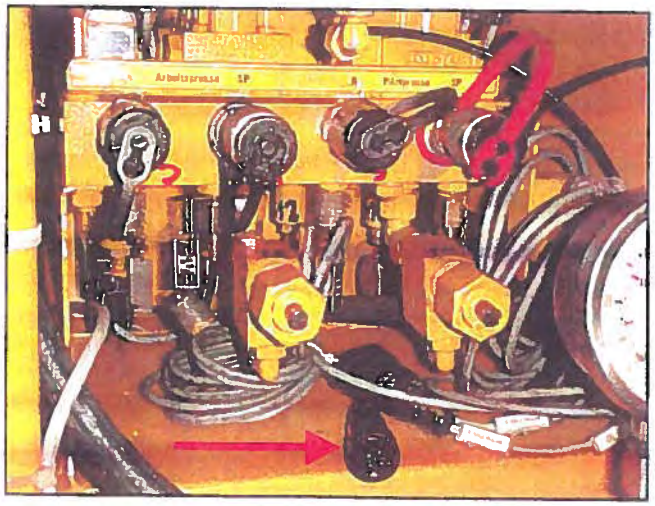

FIGURE 5. Proximity Switch Connections.
4.5 Proximity Switch Connections (Fig 5)